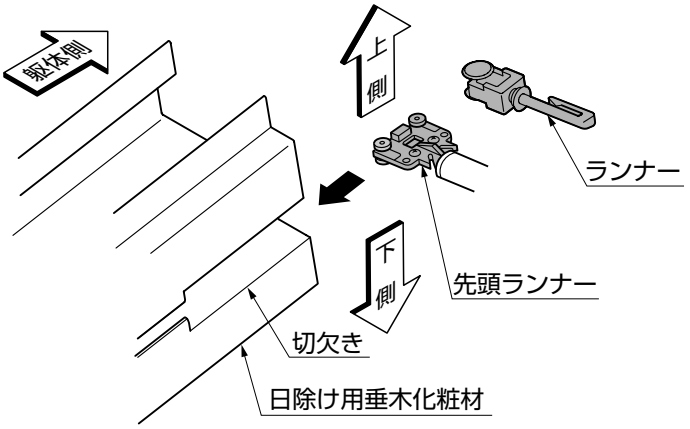

図18-1
①日除け用垂木化粧材の躯体側の切欠きから、日除け本体の先頭ランナー側を差込んでください。(図18-1参照)